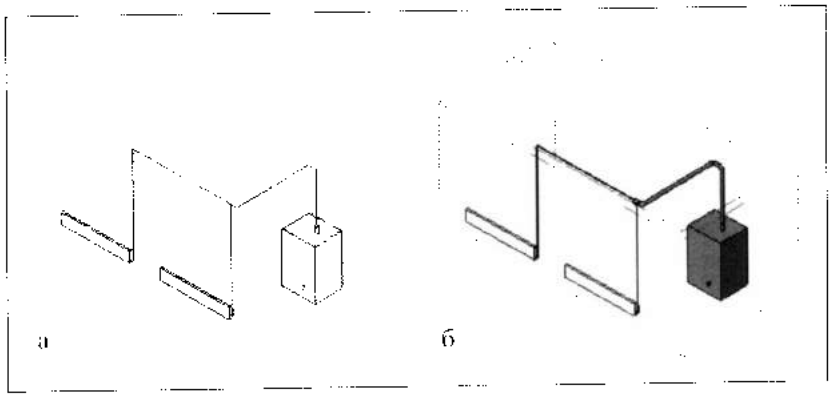

Рис. 40.6. *Создание компоновки соединений*
8. По завершении всех настроек нажать на ленте кнопку **Finish Layout** (Завершить компоновку). Произойдет преобразование схемы связей в систему трубопроводов (рис. 40.6). Компоненты, которые были исключены из компоновки в предыдущем пункте, не будут связаны трубопроводами, однако оста-